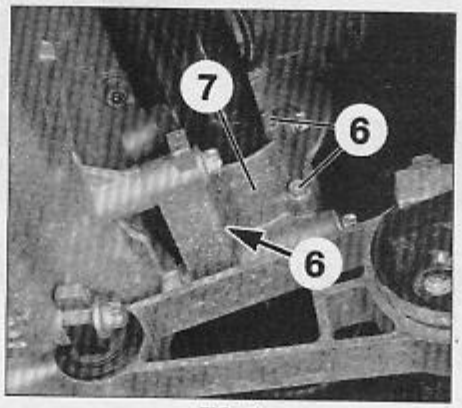

FIG. 3
- Déposer l'écrou de fixation (4) du bras inférieur sur le pivot.
- Déposer le boulon (5).
- **Côté droit,** déposer les trois vis de fixation (6) du palier intermédiaire (7) **(Fig.3)**.